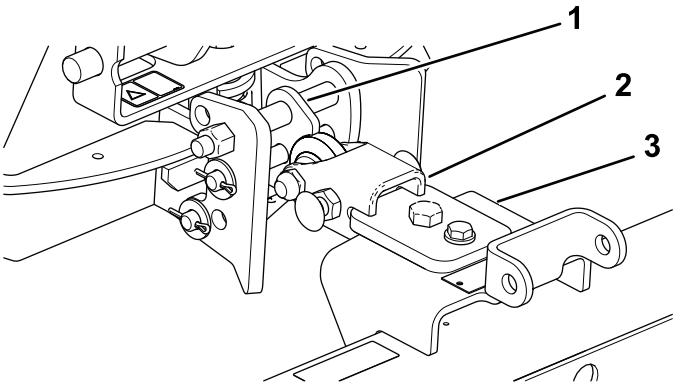

Figur 15
1. Montera dragkroksenheten så att den vinklade sidan hamnar uppåt (Figur 15).
2. Montera dragstången på ovansidan av hållaren (Figur 15).